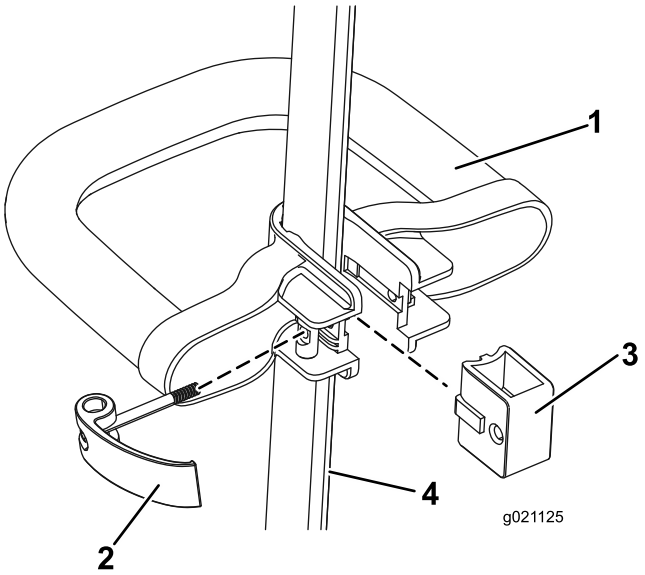

Figur 5
1. Placera extrahandtaget på trimmerns övre axel med den plana ytan vänd mot föraren (Figur 5).
2. Skjut in staget i extrahandtaget så att staget vilar i spåret som löper längs axeln (Figur 5).
3. Skjut spärren från vänster genom handtaget och spärren enligt Figur 5 och dra åt spärrens skruv med en stjärnmejsel.